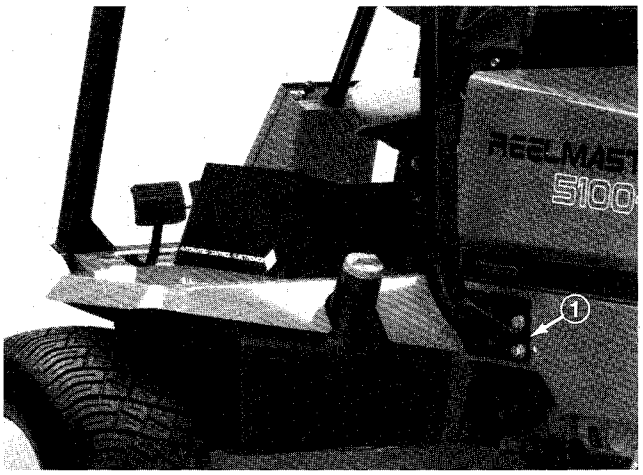

Figure 4
INSTALL ROLL BAR (Fig. 4–5)
2. Secure each side of roll bar to frame with (3) 1/2 x 13 – 1–1/4" lg. capscrews, 1/2" flatwashers and 1/2" lockwashers (Fig. 4).